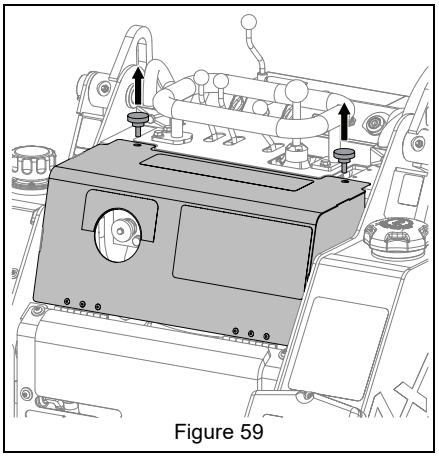

Figure 59
See Figures 59 and 61.
3. Remove knobs from service access cover. See Figure 59.